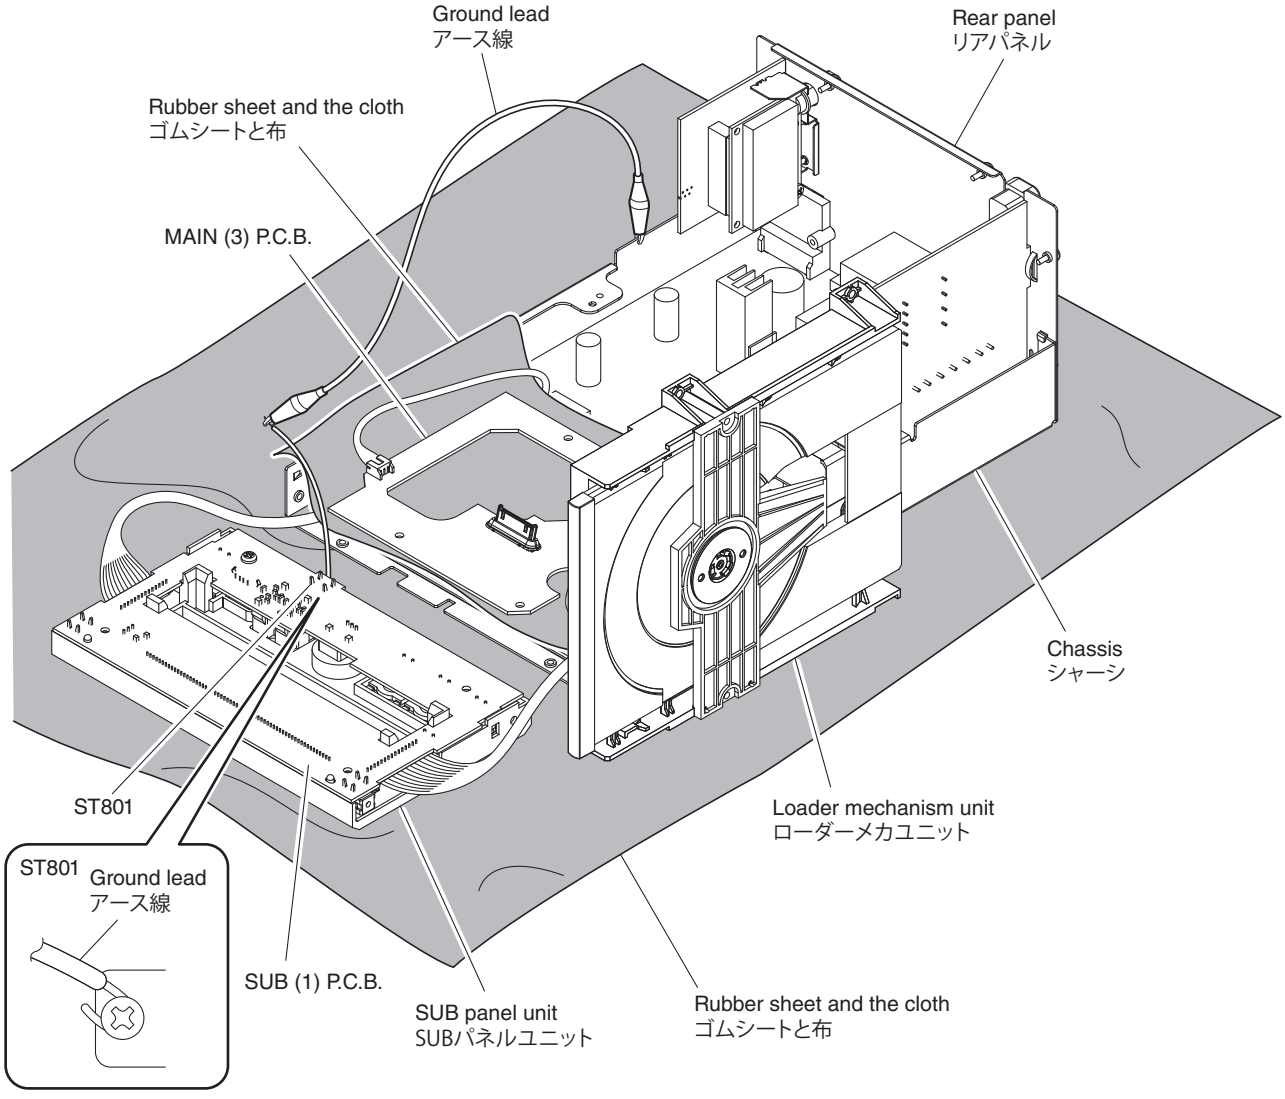

Fig. 3
- Spread the rubber sheet and the cloth. Then place this unit on the cloth and check it. (Fig. 3)
- Connect the ground point (ST801) of the SUB (1) P.C.B. to the chassis with a ground lead or the like. (Fig. 3)
- ゴムシートと布を敷き、その上に本機を置いてチェックします。（Fig. 3）
- SUB（1）P.C.B. のアース（ST801）をアース線等でシャーシに接続してください。（Fig. 3）